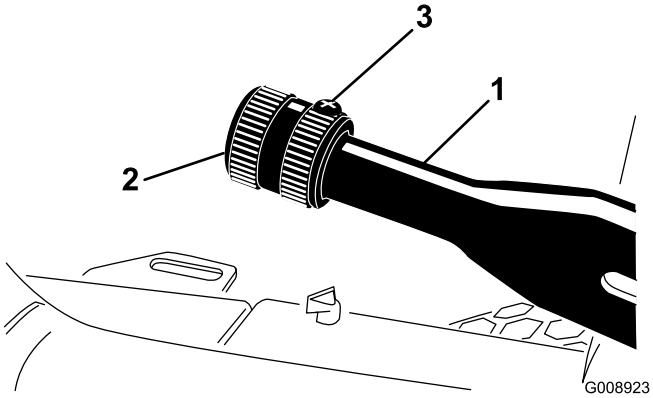

Figur 71
1. Lossa ställskruven som fäster ratten på parkeringsbromsspaken (Figur 71).